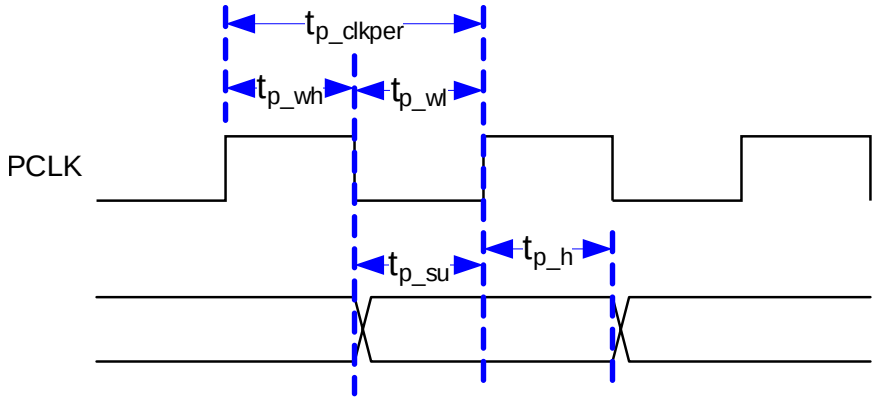

Figure 2. Parallel and BT.656 I/F General Timing
(1) The BT.656 I/F accepts 8-bit per color, 4:2:2 YCb/Cr data encoded per the industry standard though PDATA(7:0) on the active edge of PCLK (that is, programmable) as shown in Figure 2.
(2) Clock jitter should be calculated using this formula: Jitter = (1 / f_{clock} – 28.35 ns). Setup and hold times must be met during clock jitter.